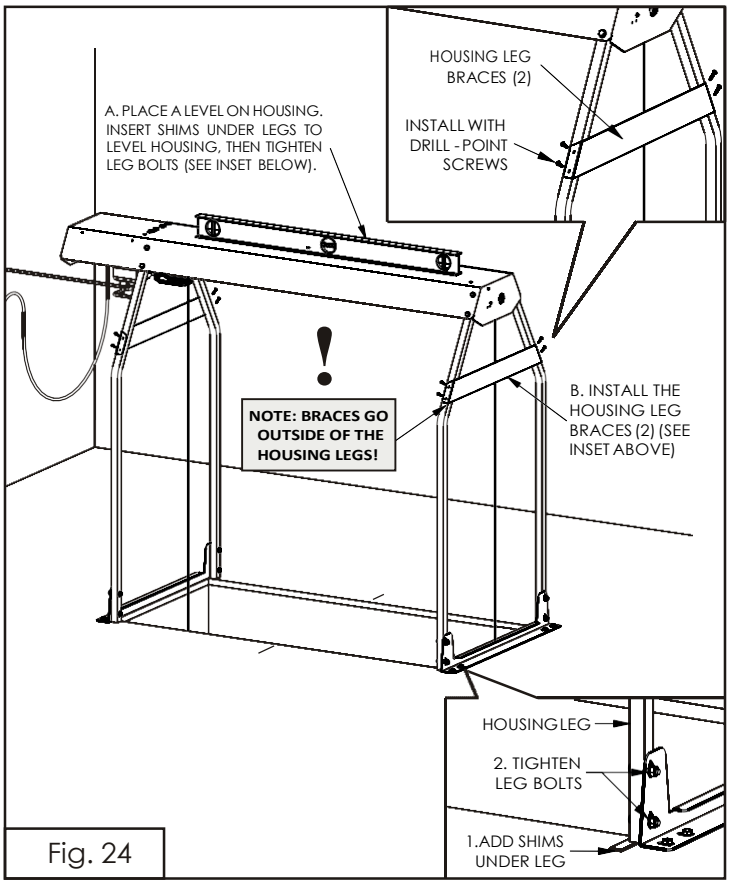

Fig. 24
The screws that hold the legs to the mounting rail must be loose for this step. Place a bubble level lengthwise on the housing and see if head is level (Fig. 24). Place shims under both legs on the low end (Fig. 24 bottom inset). Adjust the shims until the head is level, then tighten all 8 leg screws (Fig. 24 bottom inset). Remove the shims.
Install the housing leg braces (2) using the self-drilling drill-point screws (8) as illustrated (Fig. 24 inset).